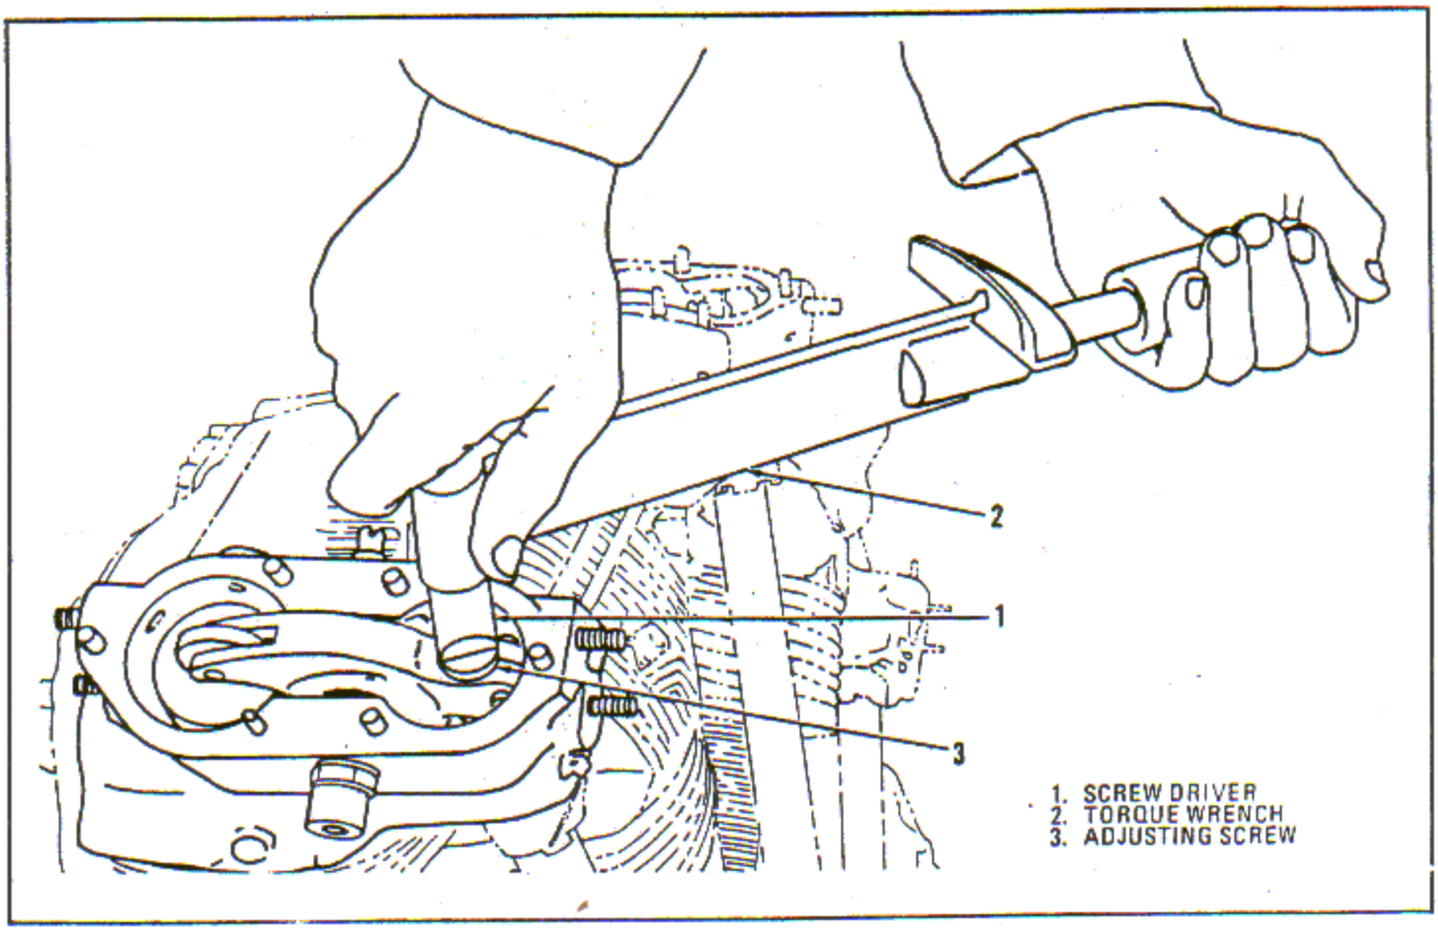

Figure 8-20. Checking Valve Clearance Adjusting Screw Breakaway Torque
(1) Using screw driver (1, figure 8-20) and a suitable torque wrench (2), apply 350 inch-pounds to the screw (3) in a loosening direction as shown. Ensure the piston is located at top dead center of the compression stroke on the cylinder being checked to ensure that the rocker arm is not pre-loaded by cam and push rod action.